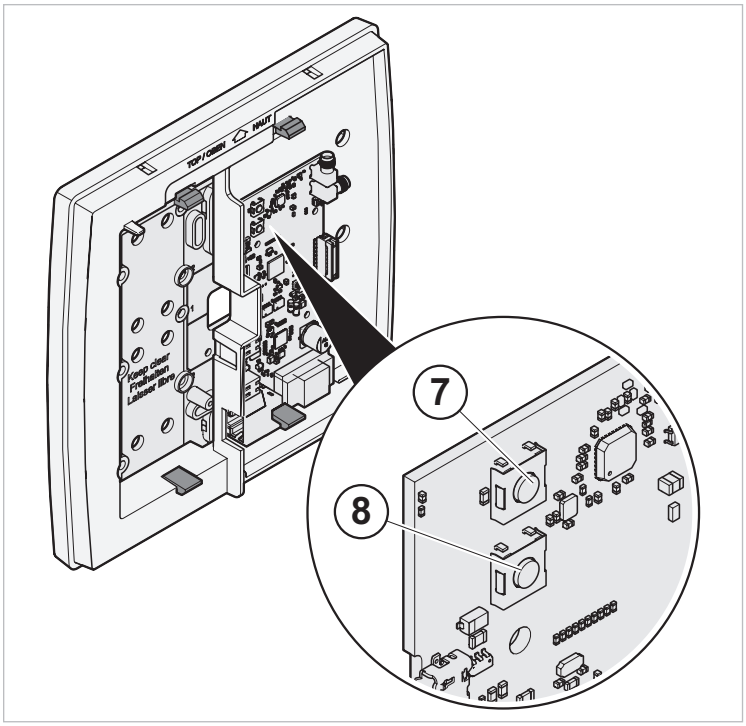

Fig. 3 Knöpfe am RF-Leser
- um den Testmodus aufzurufen (7, Fig. 3)
- um den Reset-Knopf (8, Fig. 3) zu betätigen